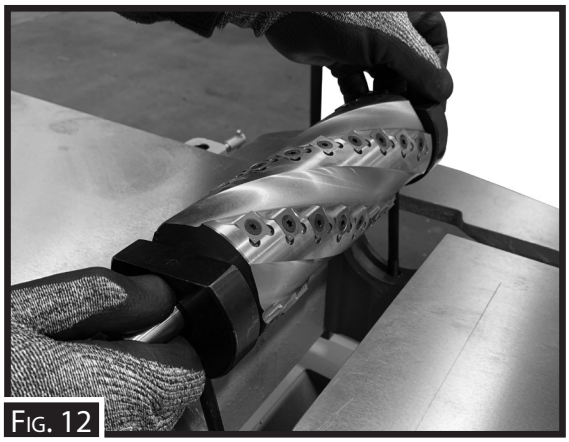

Fig. 12
3. Refit spindle assembly to machine (ensure shims are put back in the same side if fitted). (Fig.12)